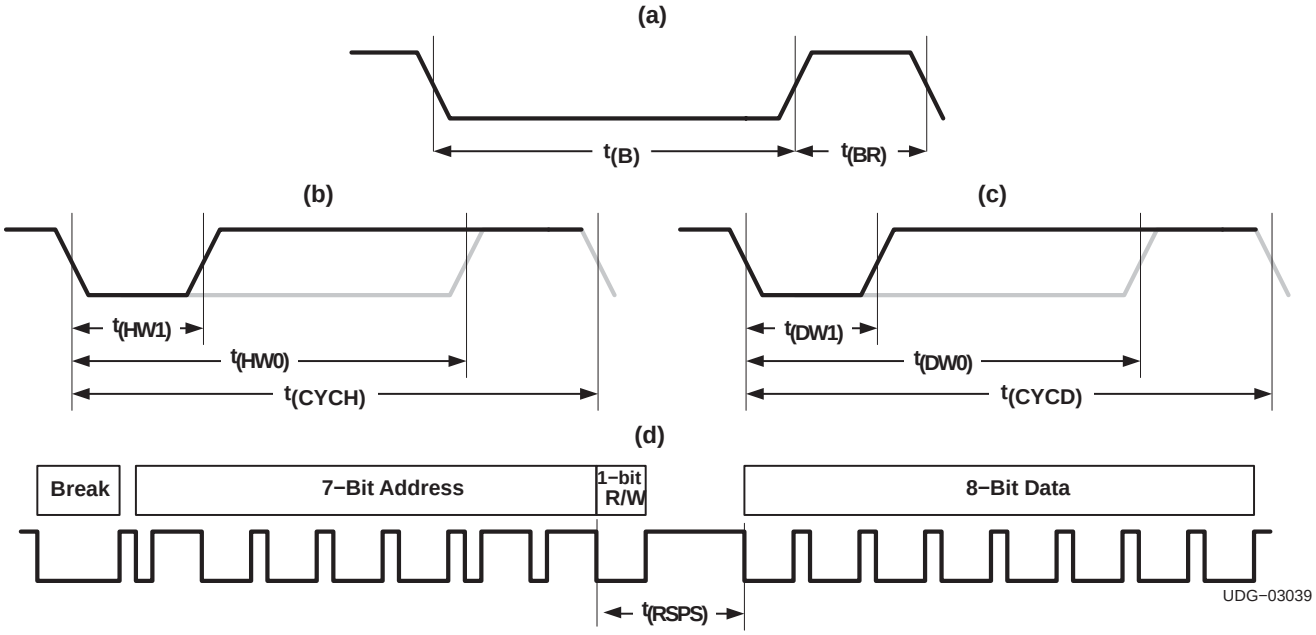

Figure 1. HDQ Bit Timing Diagrams
(1) Maximum number of programming cycles on the EEPROM is 10 and data retention time is 10 years at T_A=85°C
(2) See Figure 1.
(3) Not a production tested parameter.